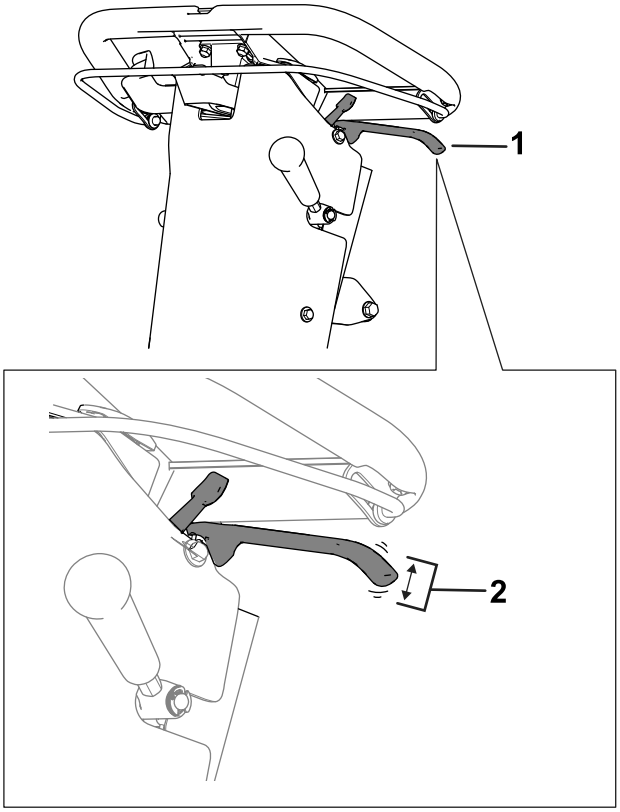

Rysunek 36
2. Zmierz luz na końcu dźwigni hamulca postojowego (Rysunek 36).